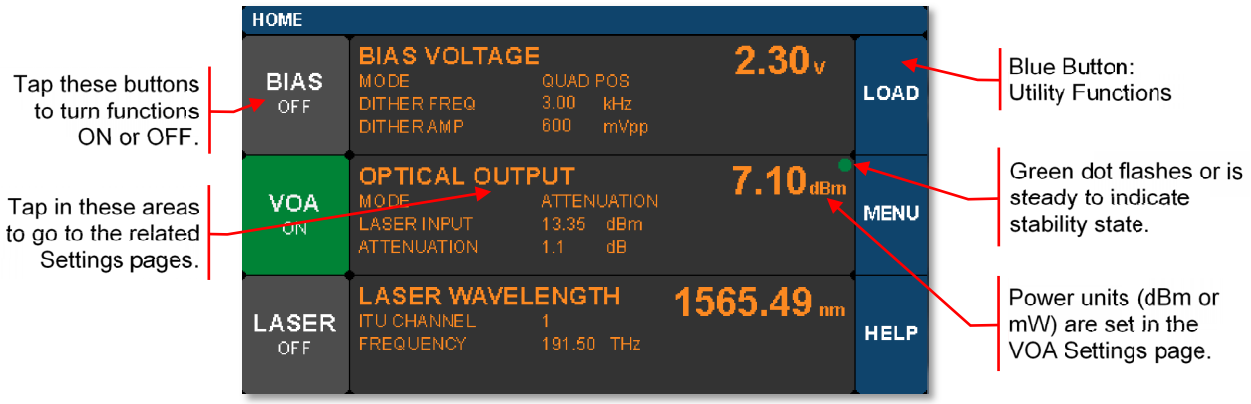

Figure 3-7. Home Screen Features
4. Turn the laser on by tapping the lower-left touchscreen button on the Home page (Figure 3-7).
5. Enable the bias controller by tapping the top-left touchscreen button on the Home page (Figure 3-7). Wait for completion of the calibration process. The instrument will enable the default Quadrature mode with positive slope bias point ("Quadrature Mode" on page 4-5). This is the desired mode for ME7848A/E system operation.
6. Take note of the output power, which is shown in the center right section of the Home page (Figure 3-7).
7. Turn on the VOA controller to adjust output power, if desired, by tapping the center-left touchscreen button on the Home page (Figure 3-7). Constant output is the desired mode for ME7848A/E system operation. Specified levels of optical power allow for the specified system dynamic range to be achieved: